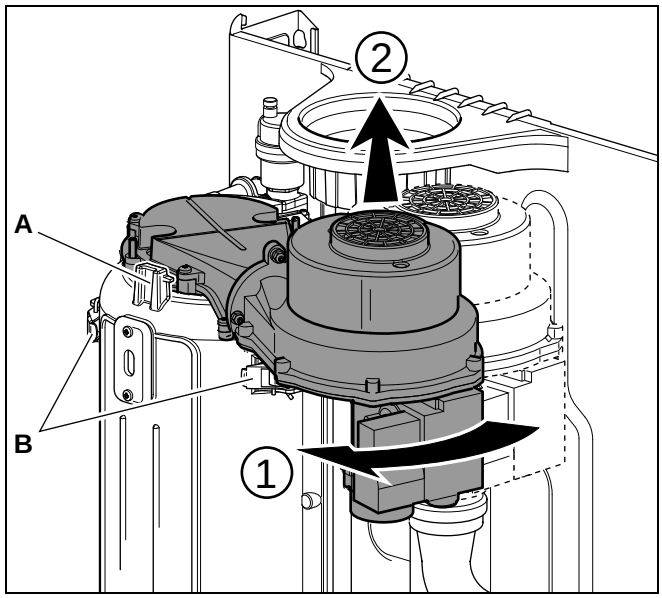

Рис. 39 Демонтаж газовоздушного блока и горелки
Теперь можно демонтировать газовоздушный блок, повернув его на четверть оборота вперед (штыковой замок) (→ рис. 39, [A]) и затем подняв его вверх из сменного блока.
- Проверьте отсутствие утечки газа в соединении вентилятора и горелки (→ рис. 39, [A]).